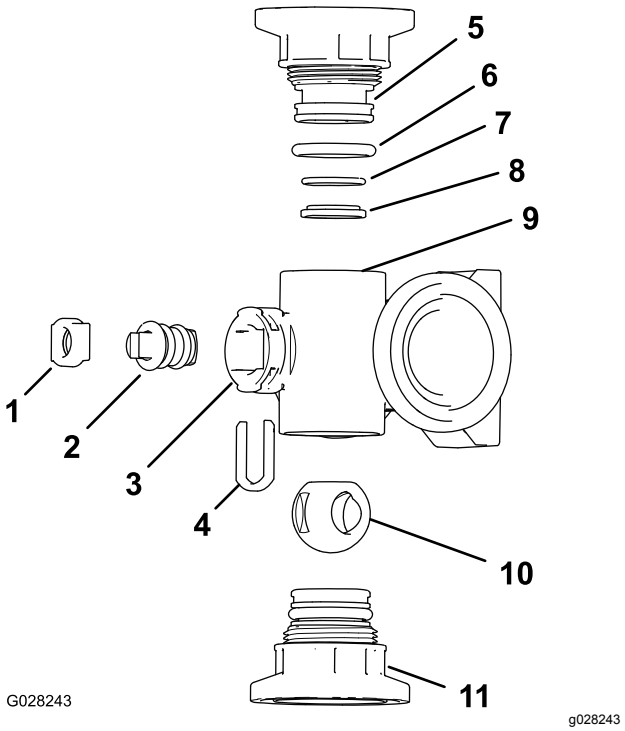
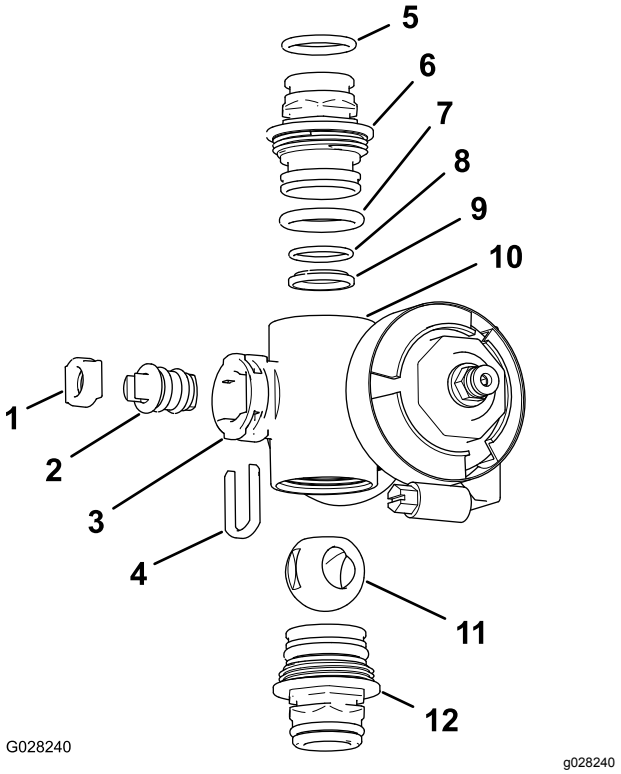

Figur 72
Figur 73
2. Fjern de to kappkoblingsenhetene fra hver ende av manifoldkroppen (Figur 72 og Figur 73).
4. Fjern stammeholderen fra slissene i manifoldets stammeport (Figur 72 og Figur 73).
5. Fjern stammeholderen og ventilstammesetet fra manifoldet (Figur 72 og Figur 73).
6. Ta ut ventilstammeenheten fra ventilkroppen (Figur 72 og Figur 73).
1. Se etter skader og slitasje på uttaksnippel-O-ringene (bare på seksjonsventilmanifoldet), kappkobling-O-ringene, de bakre O-ringene og kuleskålen (Figur 72 og Figur 73).
2. Smør fett på ventilstammen og før den inn i ventilstammesetet (Figur 72 og Figur 73).
3. Monter ventilstammen og setet på manifoldet, og fest dem med stammeholderen (Figur 72 og Figur 73).
4. Påse at den bakre O-ringen og kuleskålen er på linje med og plassert i kappkoblingen (Figur 72 og Figur 73).
5. Monter kappkoblingsenheten på manifoldkroppen slik at flensen på kappkoblingen rører manifoldkroppen (Figur 72 og Figur 73), og drei kappkoblingen 1/8 til 1/4 omdreining til. Stram koblingen til 2,25 til 2,82 N·m.